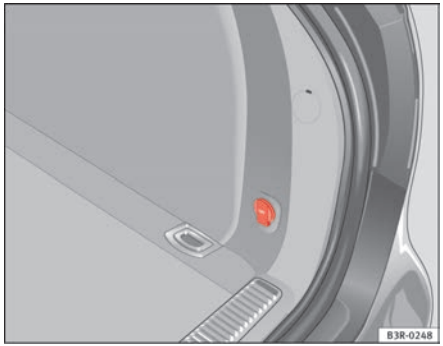

Fig. 136 Detailed view of the side trim in the luggage compartment: 12-volt socket
– Lift the power point cover ⇒ fig. 136.